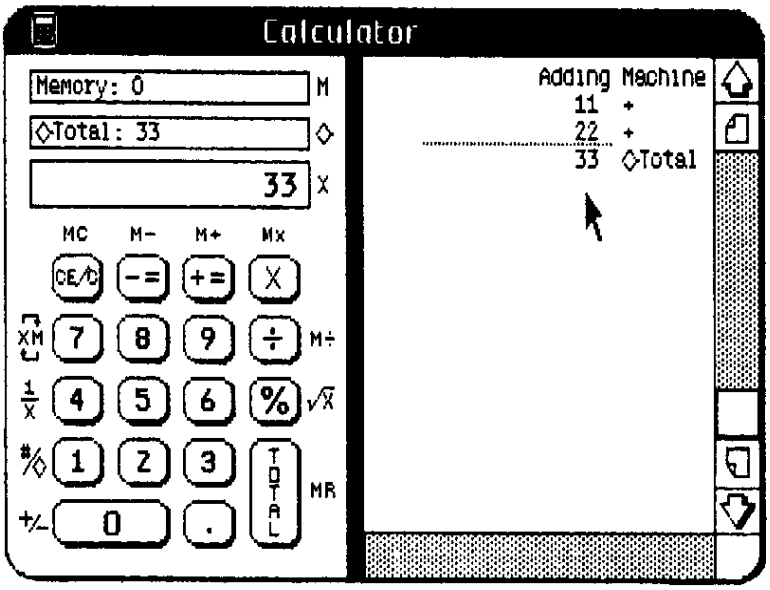

Figure 7. Adding Machine — Example 1
- ▶ Click #/0; see Figure 7 now.
In Figure 7, the subtotal 33 has been stored in the calculation register (labeled ◊), displayed in the X register, and shown on the transaction tape. The dotted underscore indicates that a subtotal was taken; the actual value of the subtotal is labeled ◊ Total.